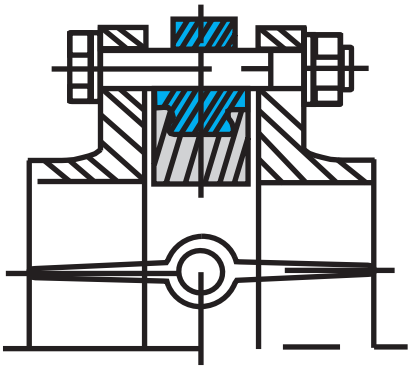

Рис. 5
- Отцентрируйте поворотный затвор и слегка закрутите болты (шпильки), но не затягивайте их. Откройте диск поворотного затвора до положения «полностью открыто» (рис. 5).